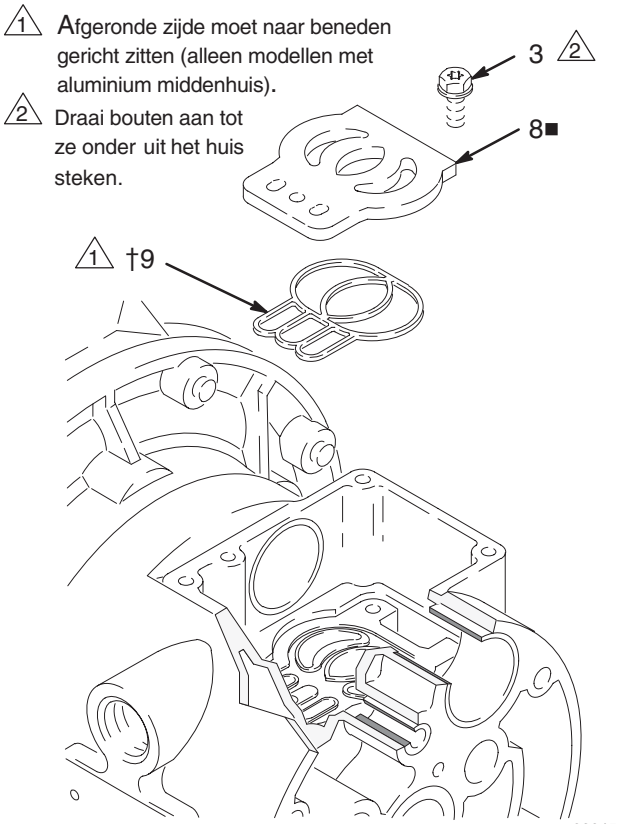

Afb. 11 02645
5. Inspecteer de klepplaat (8■) zonder die te verwijderen. Is de plaat beschadigd, gebruik dan Torx (T20) kruiskopschroevendraaier of 7 mm steeksleutel om de drie bouten (3) te verwijderen. Verwijder het klepdeksel (8■) en de dichting (9), alleen bij modellen met een aluminium middenhuis. Zie Afb. 11.
2. Plaats bij modellen met aluminium middenhuis de afdichting (9†■) van de klepplaat in de uitsparing onderin de klepholte. De afgeronde kant van de afdichting ***moet naar beneden*** de groef in zijn gericht. Zie Afb. 11.
3. Plaats de klepplaat (8■) in de holte. De plaat bij modellen met aluminium middenhuis is omkeerbaar, dus het maakt niet uit welke kant omhoog ligt. Zet de drie bouten (3) vast met behulp van een Torx (T20) kruiskopschroevendraaier of een 7 mm steeksleutel. Draai ze aan tot ze onder het huis uitsteken. Zie Afb. 11.